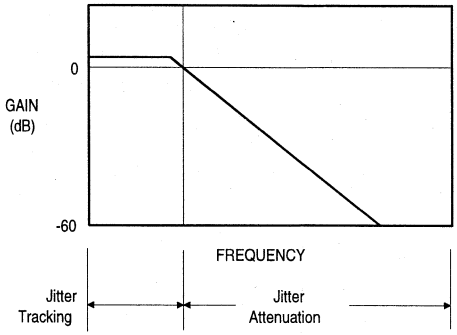
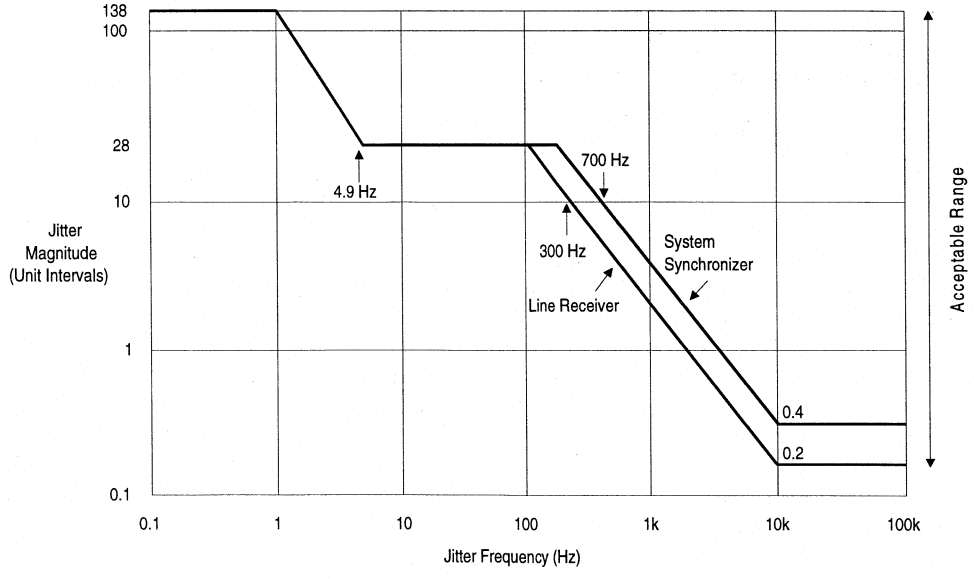

Figure 6 - Jitter Transfer of PLLs
Figure 8 - 1990 AT&T 62411 Jitter Tolerance Requirement
4) Excessive Input Jitter amplitude (Figure 8).
Due to the characteristics of the phase-lock loop technology used in trunk cards and system synchronizers, jitter can be more readily filtered than can wander (Figure 6). Normally, most wander which is input on a timing reference source will be relayed to all downstream systems.
Input Jitter Tolerance: Jitter tolerance is specified for both the T1 trunk card and for the synchronizer. In fact, the tolerance requirements are more stringent for the synchronizer than the line card. The more stringent specifications ensure that the synchronizer, which is a critical system element, is extremely robust. The tolerance curves are shown in Figure 8.
The 193 + 138 = 331 bit-length requirement applies to frame buffers making controlled frame slips. The goal is to have frame slips occur only as a result of long term frequency offsets, not due to jitter (wander). *However, only 138 bits are required in a jitter (hysteresis) buffer that does not perform frame slips.* In this case, the clock used to take data out of the buffer tracks the long term average input frequency so that the Jitter produced by modulating a QRTS with white noise bandlimited between 10Hz and 300Hz must be attenuated by 25dB when measured using an 8kHz to 40kHz filter. This performance is important. FIFO depth requirements are defined by the buffer length necessary to tolerate the jitter (wander) without overflow/underflow. The exact length needed to meet the requirements of Figure 8 depends upon the jitter transfer function of the PLL (Figure 6). The PLL will track jitter or wander at low frequencies, and only requires a FIFO long enough to contain the maximum input jitter amplitude possible in the jitter attenuation range.